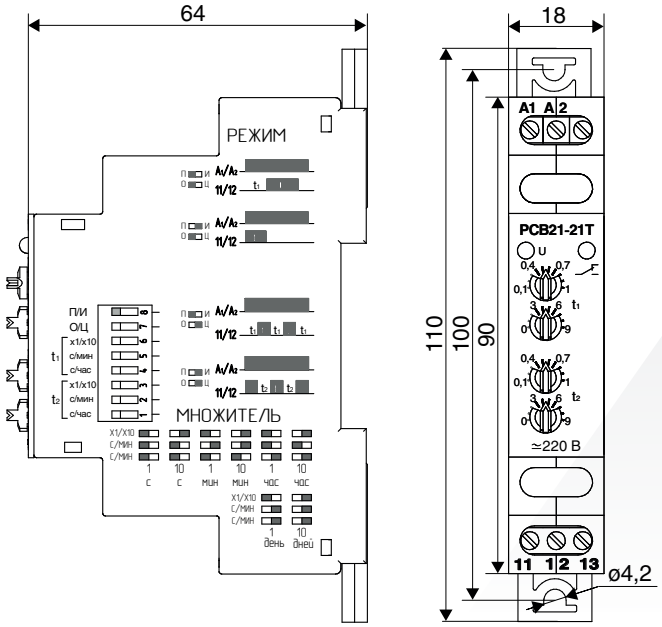

Рисунок 2. Реле с креплением винтами на панель
- винтами, на панель **(рисунок 2)**.